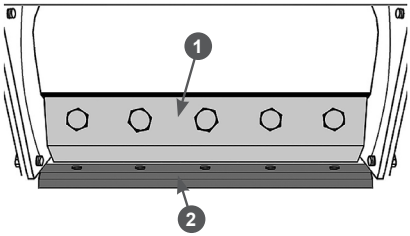

Рис. 37 Проверка зазора
4. Проверьте зазор между режущей кромкой ножа 1 и контрножом 2 (Рис. 37). После этого проверните барабан с ножами и проверьте зазор между контрножом и режущей кромкой второго ножа. Зазор должен быть 1-3 мм и быть одинаковым по всей длине ножа.